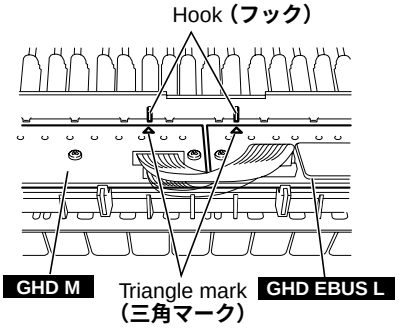

Fig. 17 **(図17)**
* ***When installing the circuit boards, set it under hooks to align the triangle marks of the circuit board and projection parts of the frame as shown in figure 17.***
※ **GHD M/GHD EBUS Lシートを取り付ける際は、フレーム裏側にあるフック位置と基板の△マークが一致していることを確認してください。(図17)**